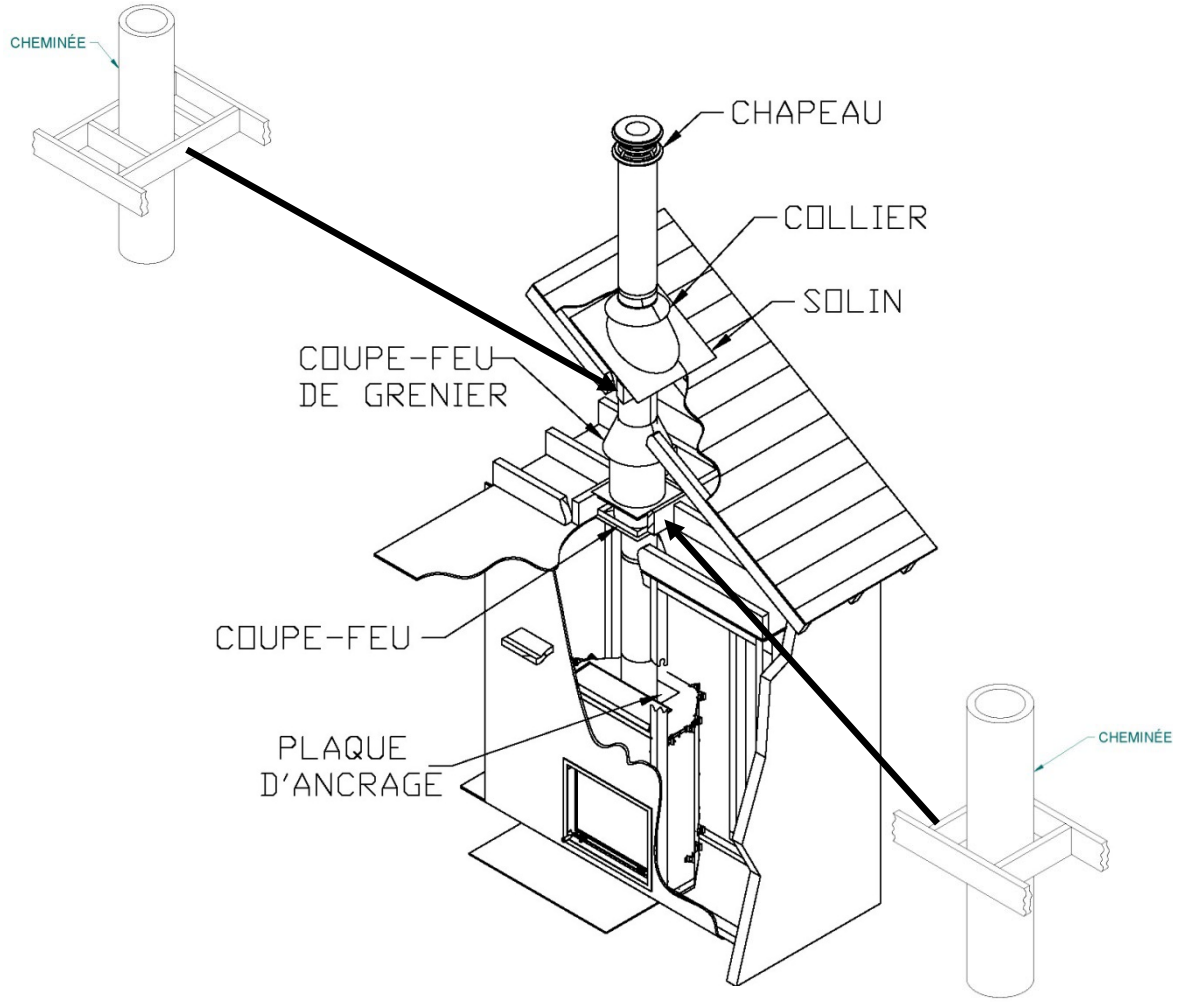

**Figure 33**
2. En vous plaçant sous le plafond, installez un coupe-feu fourni par le fabricant de la cheminée à chaque étage où passera la cheminée. Placez-vous dans le grenier, pour installer un coupe-feu de grenier **(voir Figure 33).**
3. En suivant les instructions du fabricant de cheminée, placez la première section de cheminée sur le foyer. Pour toutes les cheminées, vous devez utiliser une plaque d'ancrage fournie par le fabricant de la cheminée avant d'installer la première section de cheminée (voir Figure 33). Continuez à installer des sections de cheminée en vous assurant de verrouiller chaque section en place selon les instructions du fabricant de cheminée. Généralement il est recommandé de sécuriser les sections de cheminée avec trois (3) vis à métal de 1/2" (12 mm).
5. Placez en suite le solin de toit et scellez le joint entre le toit et le solin avec du goudron à toiture **(voir Figure 33)**. Sur un toit en pente, insérez le solin sous le bardeau supérieur et par-dessus les bardeaux inférieurs. Clouez le solin en utilisant du clou à bardeau.